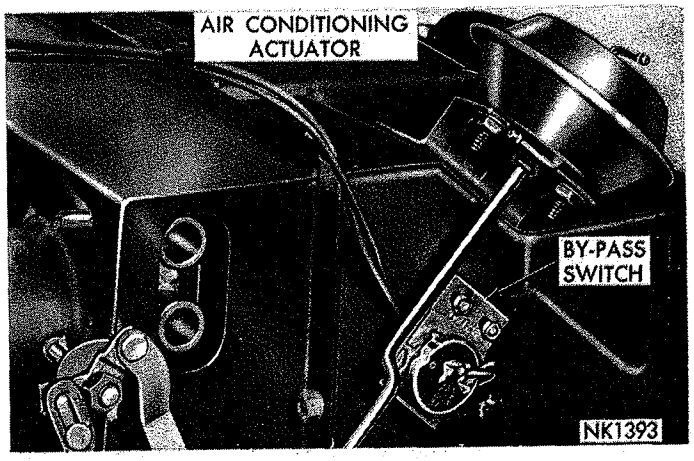

***Fig. 75—By-Pass Switch Adjustment***
(1) Position heater core on evaporator case.
(2) To install the cover it is necessary to hook the cover lip on the evaporator case and roll it down into position. Secure the cover with five retainer spring clips on top and ten screws on the two sides and bottom.
(3) Attach water by-pass valve to heater cover and the operating link to air conditioning door.
(4) Install air conditioning door actuator with the vacuum hoses (hose with red stripe to the rod side), and the two support braces.
(5) Install electrical connections to resistor block.
(6) Adjust electrical by-pass switch operating arm to have .020 to .060 inch operating clearance between operating arm and actuator rod (Fig. 75).
(7) Install the vacuum hoses to floor air actuator and the fresh air-recirculating actuator (hose with red stripe to the rod side) and install the fresh air-recirculating door housing. Connect floor air actuator rod to the linkage with the retainer clip.
(8) Install fresh air-recirculating air inlet hose.
(9) Install the heater core inlet-outlet tube assembly, a drop or two of clean water on the "O" rings will facilitate installation.
(10) Install temperature control valve capillary tube in heater core cover.
(11) With the air conditioning door open approxi-